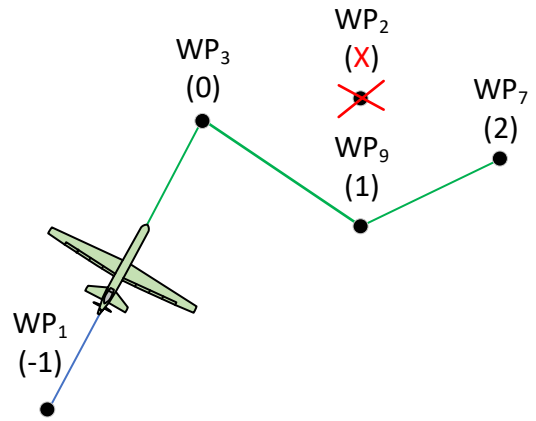

**Figure 70: Waypoint list changed**
Figure 70 shows a change in the example waypoint plan. In this illustration, waypoint two ($WP_2$) has been removed from the plan, so its Prosecution Order is un-set. Additionally, an ad hoc waypoint ($WP_9$) has been added and inserted as the next waypoint to visit after the current waypoint, therefore waypoint 9's Prosecution Order has been set to (1).